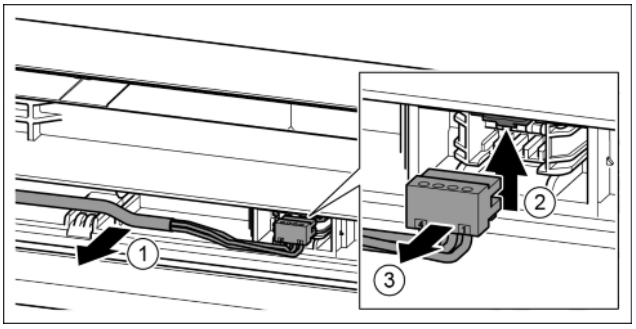

Fig. 22
- ▶ Carefully remove the grey cable from the guide in the door. *Fig. 22 (1)*
- ▶ Press the tab upwards. *Fig. 22 (2)*
- ▶ Carefully remove the plug. *Fig. 22 (3)*